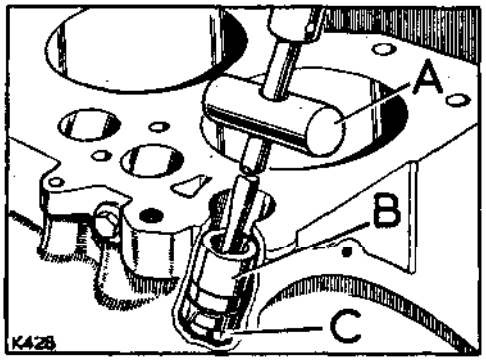

**Fig. A1-142. Removing tappet guides**
4. Refit the tappets assemblies, see Figs. A1-142 and A1-141.